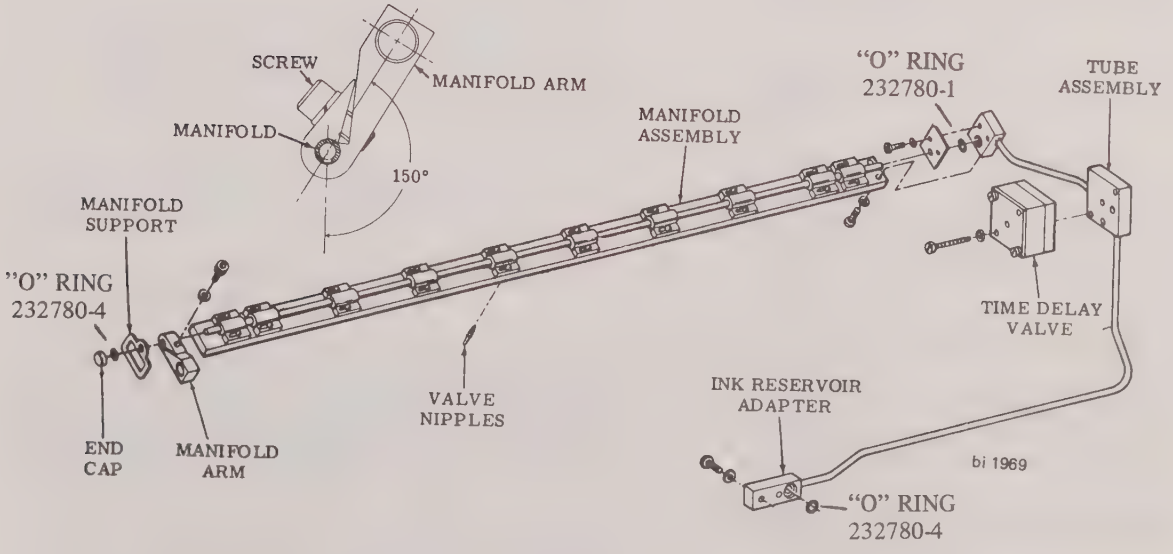

FIGURE 6-14 MANIFOLD ASSEMBLY
NOTE: Refer to Figure 6-14.
NOTE: Preformed packing should always be replaced during re-assembly see Figure 6-14 for part numbers.
1. Slide manifold arm onto manifold and locate in position as shown in Figure 6-14. Apply locktite (grade E) or equivalent to threads of screw and tighten screw to 17 in-lb ± 1 in-lb.
2. Assemble time delay valve as shown in Figure 6-14.
1. Slide manifold arm onto manifold and locate in position as shown in Figure 6-14. Apply locktite (grade E) or equivalent to threads of screw and tighten screw to 17 in-lb ±1 in-lb.